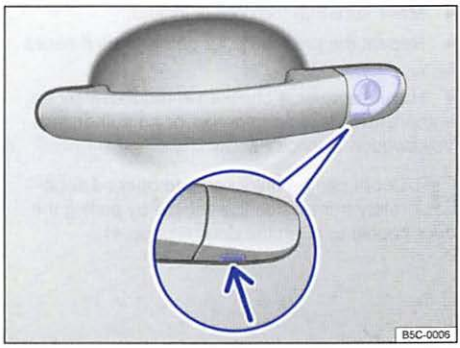

Fig. 146 Door handle on driver door: Concealed lock cylinder.
- Insert the key bit from below into the opening of the cover cap on the driver door ⇒ fig. 146 (arrow) and lift the cover cap off.